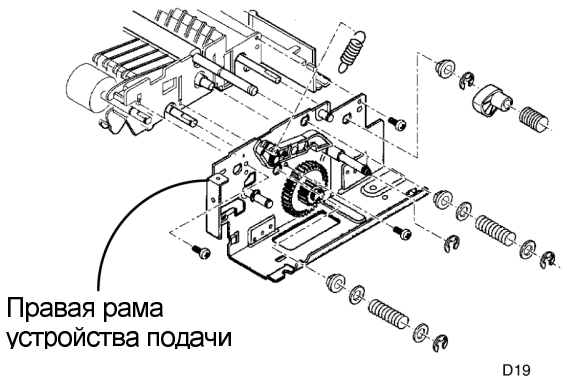

Рисунок 3. Снятие рамы устройства подачи
5. (Рисунок 3): Снимите остальные детали и снимите правую раму устройства подачи.